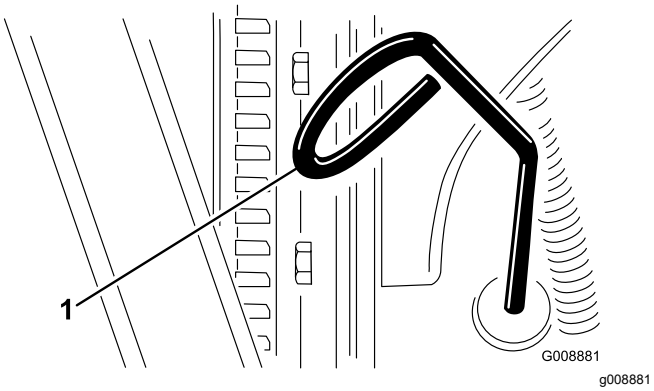

**Figur 52**
2. Fjern målepinden (Figur 52), og aftør den med en ren klud.